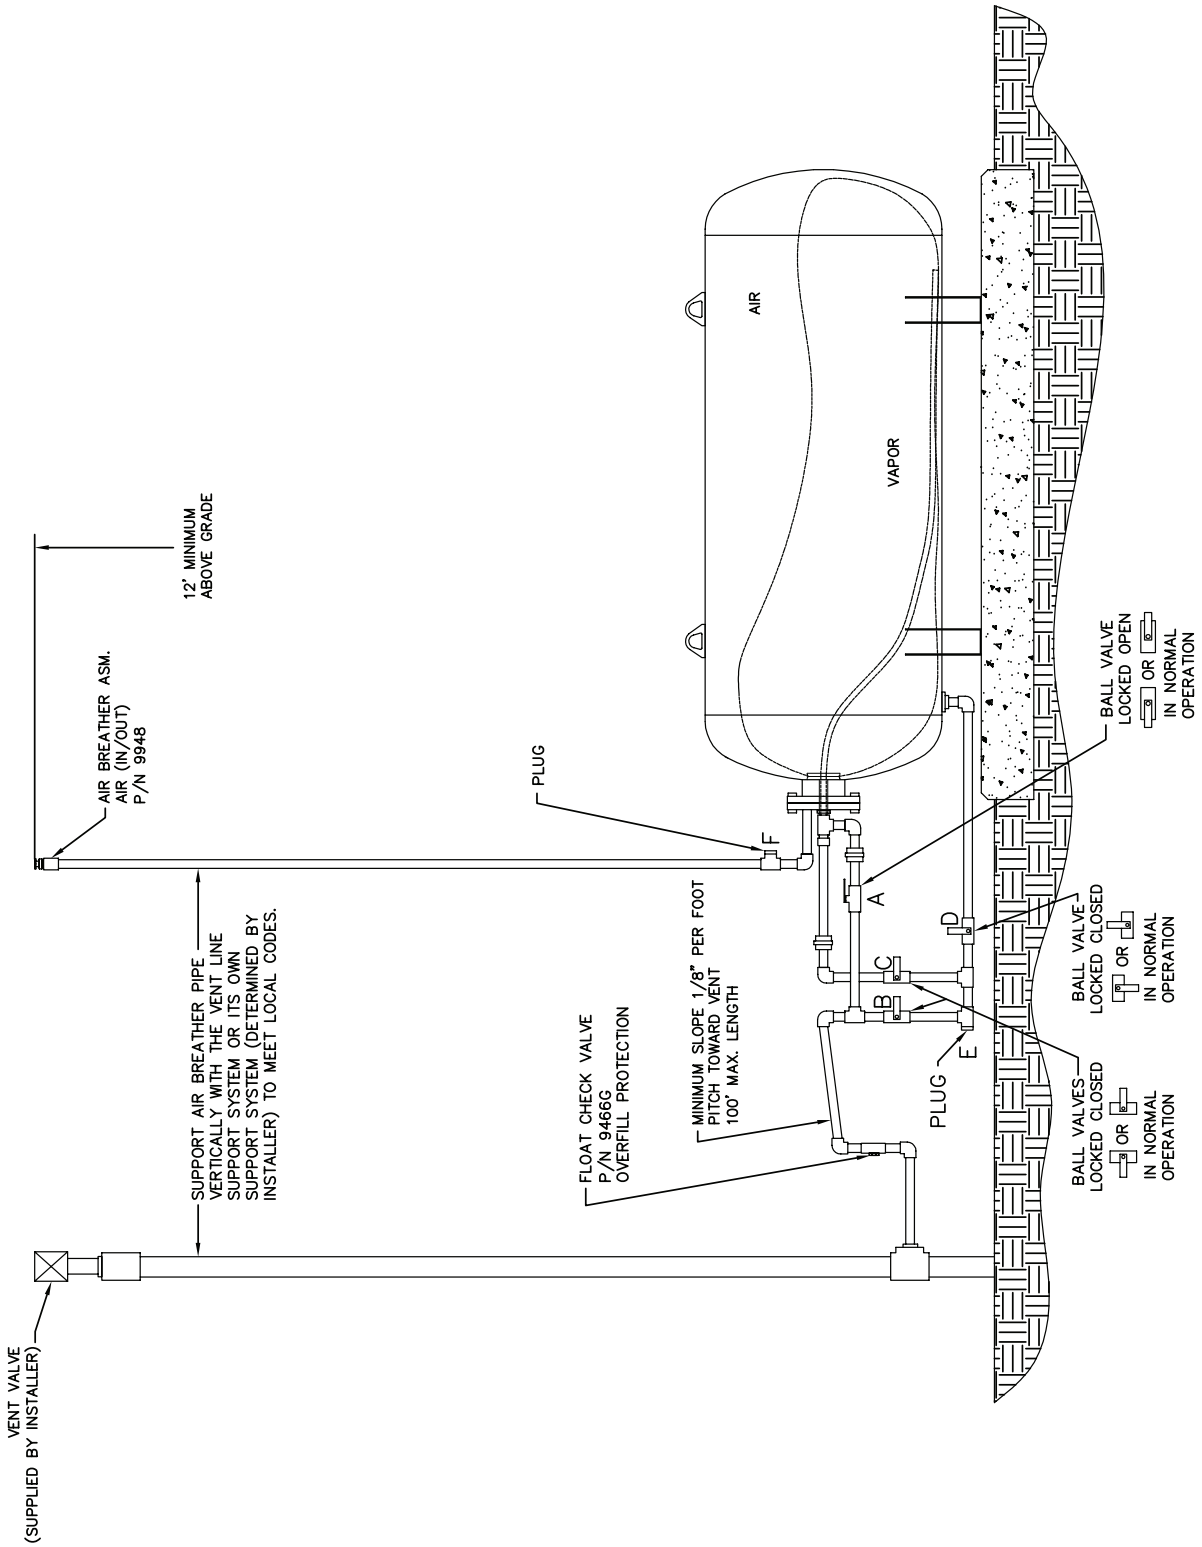

FIGURE 2-7
- Maintenance Tracker Technician Key (Figure 2-7)